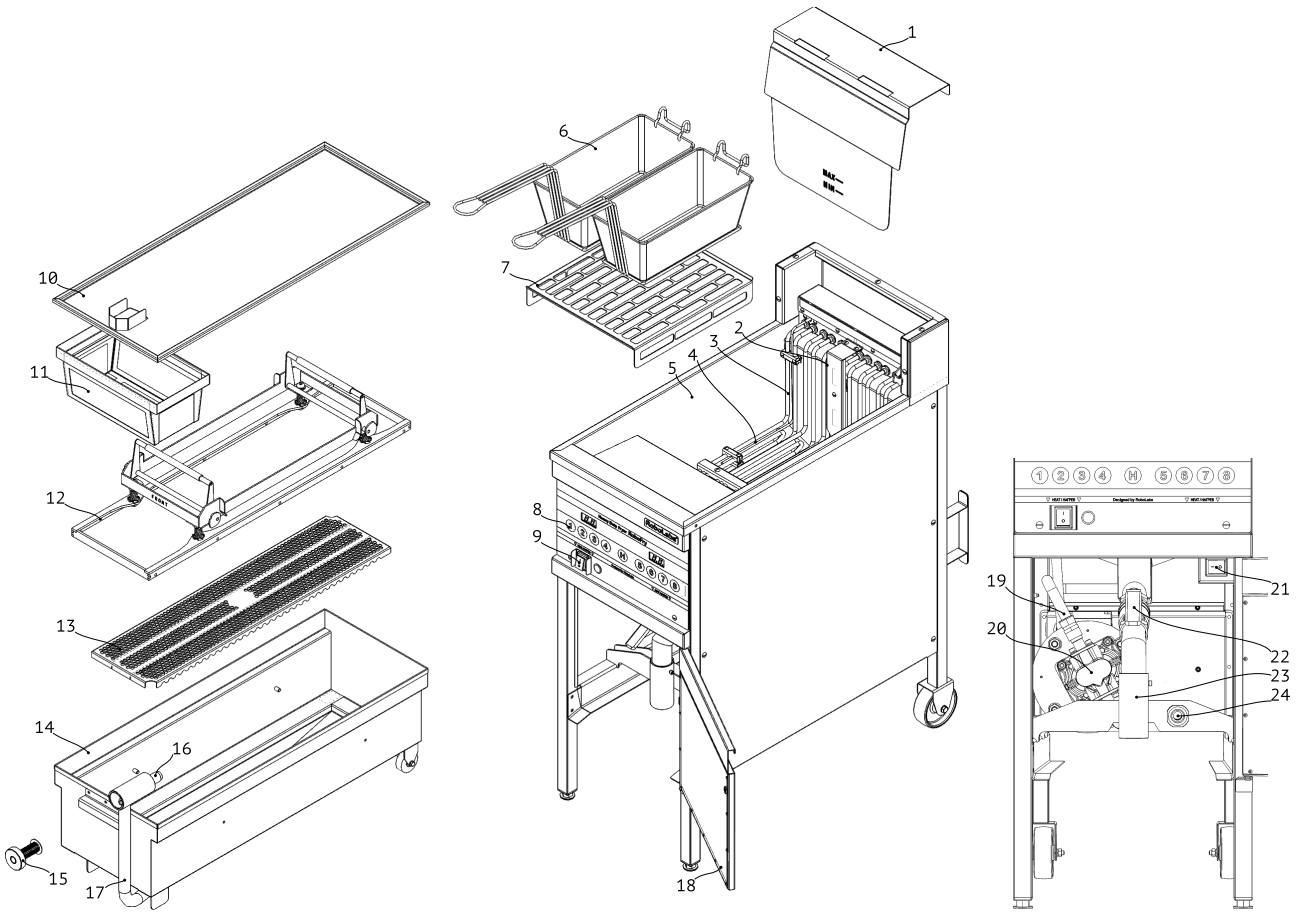

*Рисунок 1*
Изделие состоит из следующих основных компонентов см. Рис. 1.
4. Извлеките фильтровальный поддон и разберите его на составные элементы, см. Рис. 1. Тщательно промойте все элементы, удалите лишнюю влагу и соберите поддон, установив новую фильтровальную салфетку между прижимом и вставкой перфорированной. Установите поддон на место, направьте патрубок сливного крана вертикально вниз в поддон сквозь соответствующее отверстие в крышке.
3. Убедитесь, что фильтровальный поддон установлен на место, а патрубок крана слива (поз. 23 Рис. 1) направлен в поддон через соответствующее отверстие в крышке поддона (поз. 10 Рис. 1).
4. Установите выключатель нагрева в положение (I). На дисплее должно появиться сообщение HEAt.
6. Установите выключатели нагрева в положение (O).